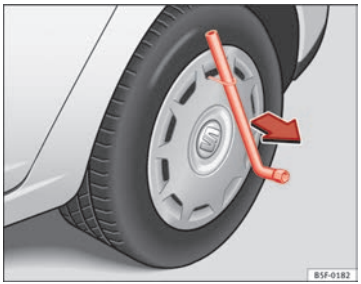

Fig. 124 Retirar o tampão
– Retire o tampão integral da roda com o gancho metálico ⇒ Fig. 124.